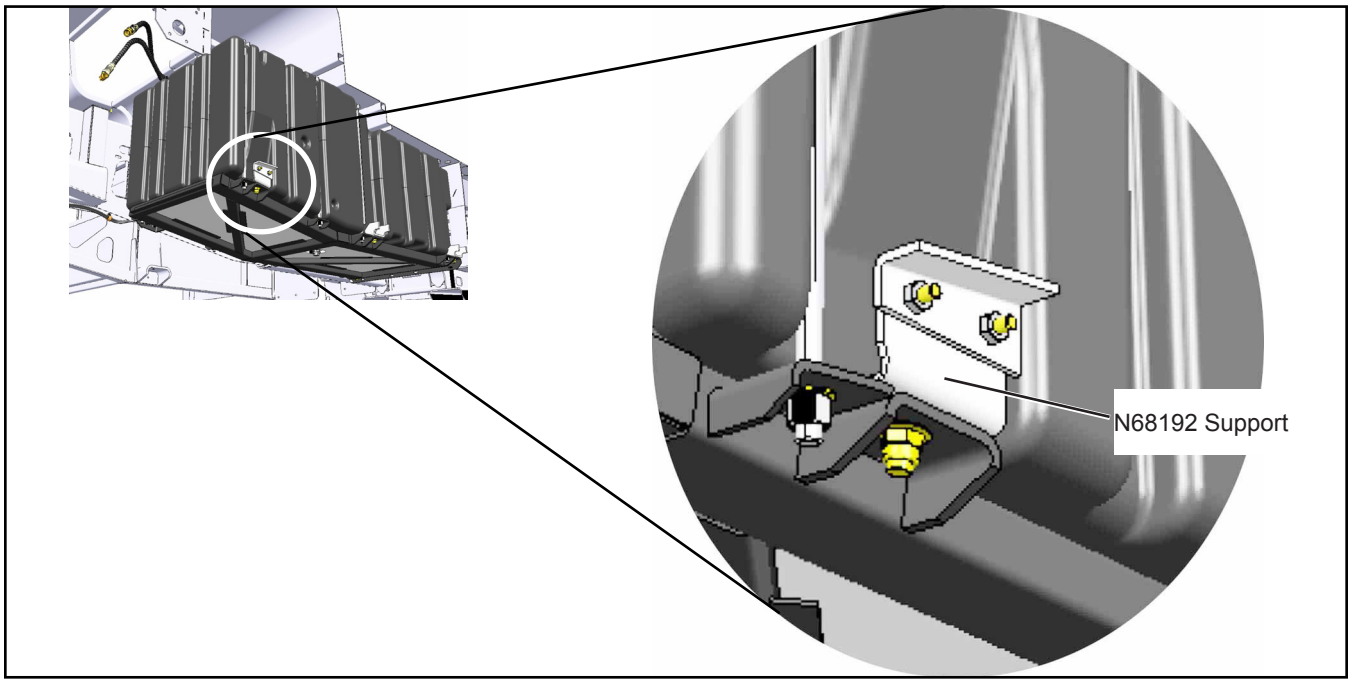

Figure 12 - N68192 Cradle Support Installation
1.26. Install the N68192 cradle support with two N43774 bolts. See Figure 12.